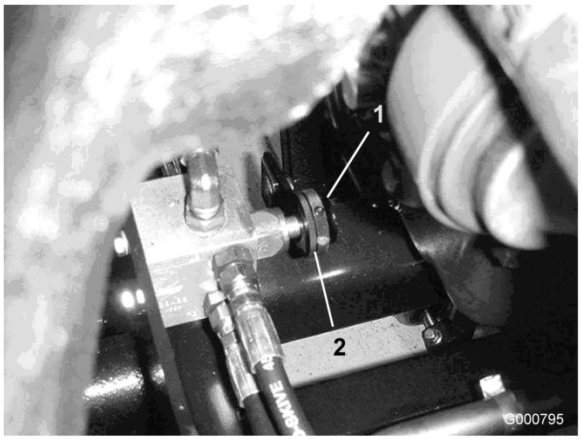

Figura 76
5. Per gli elementi di taglio posteriori accedete alla valvola antistante il ponte posteriore (Figura 76).
6. Allentate la manopola di fissaggio dell'anello di bloccaggio (Figura 76).